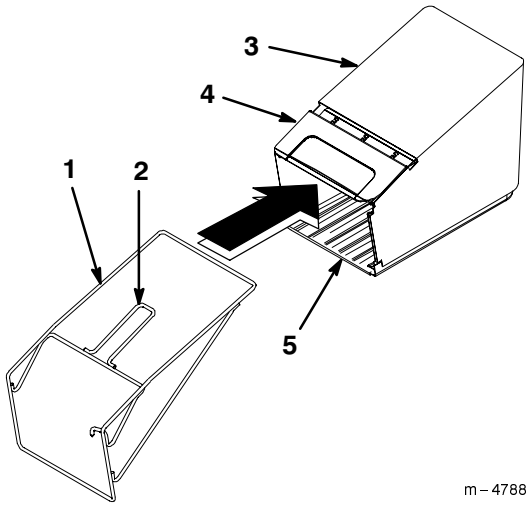

Figur 5
1. Sett rammen i gressposen slik som vist i Figur 5.
2. Posens lokk plasseres på toppen av rammen, slik som vist i Figur 5.